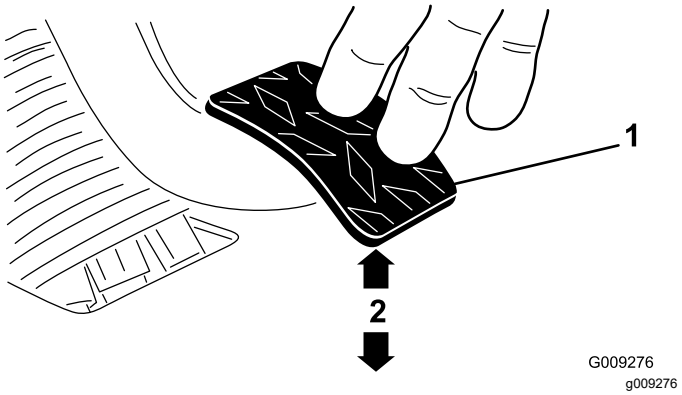

Figur 69
3. Juster kontramøtrikkerne eller kugleleddet, indtil bagsiden af koblingspedalens bagkant er 9,2 til 9,8 cm fra toppen af gulvpladens diamantmønster, når der trykkes på pedalen med en kraft på 1,8 kg (Figur 69).